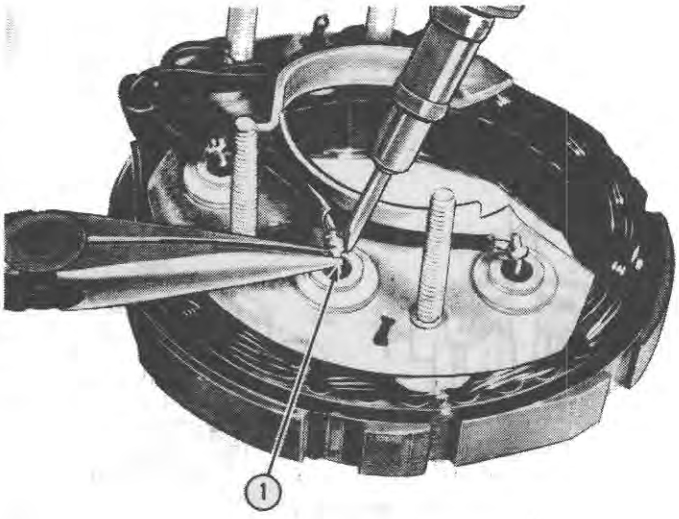

Figure 42
1. Separate the diode assemblies from the stator leads, as shown in Figure 42. Use pliers as a heat dam between the diodes and solder point to protect the diodes from heat damage. Avoid bending or twisting the diode terminal.
IMPORTANT: *Be sure to use a heat dam to protect the diodes when resoldering them to the stator. See Figure 42.*